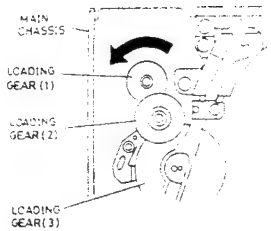

Fig. 2-17
If the defect is in the loading motor, remove it and then turn loading gear (1) in the direction of the arrow. Unloading can be dune manually. (See Fig. 2-17)